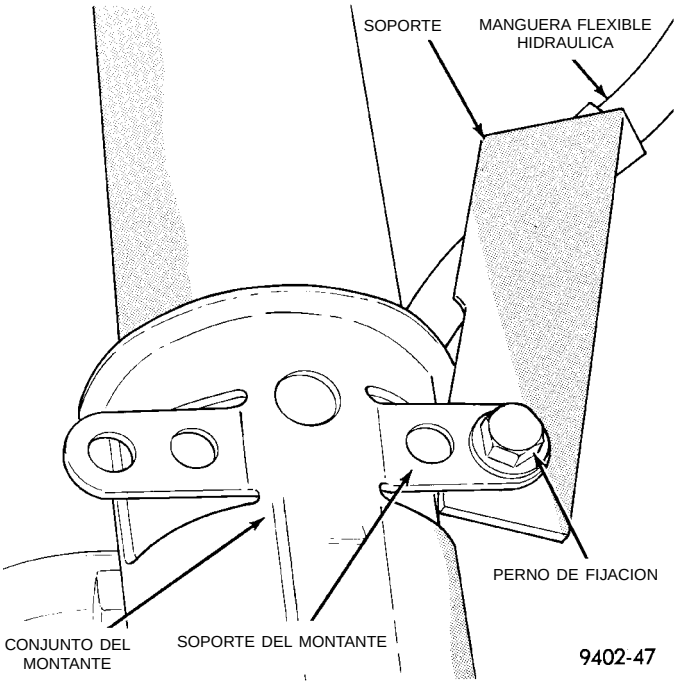

Fig. 4 Fijación de la abrazadera de la manguera flexible hidráulica al montante
(1) Eleve el vehículo sobre gatos fijos o centrado en un elevador de contacto de bastidor. Para informarse sobre el procedimiento de elevación requerido para este vehículo, consulte la sección de Lubricación y mantenimiento de este manual de servicio.
(2) Retire el conjunto de rueda y neumático trasero del vehículo.
(3) Retire de los soportes del conjunto del montante trasero, la abrazadera de la manguera flexible hidráulica (Fig. 4). Si el vehículo tiene instalado frenos antibloqueo, el collarín guía del cable del sensor de velocidad también está fijo al soporte del conjunto del montante.
(5) Instale la abrazadera de la manguera flexible hidráulica en el soporte del conjunto del montante (Fig. 4). Instale y apriete con firmeza el perno que fija la abrazadera de manguera al soporte del montante. Si el vehículo tiene instalados frenos antibloqueo, el collarín guía del cable del sensor de la velocidad de la rueda también se fija al soporte del conjunto del montante.
(6) Instale en el vehículo el conjunto de rueda y neumático. Apriete las tuercas de espárrago de instalación de la rueda en la secuencia apropiada hasta llegar a la mitad de la torsión indicada en las especificaciones. Después repita la secuencia de torsión hasta cumplir con la especificación indicada de 135 N·m (100 lbs. pie).
(7) Baje el vehículo al suelo.
(8) Verifique y, si fuera necesario, vuelva a ajustar la oblicuidad de las ruedas traseras según las especificaciones. Para informarse sobre el procedimiento de reglaje de la oblicuidad requerido, consulte el Procedimiento de reglaje de la oblicuidad delantera y trasera en la sección de Verificación y ajuste de la alineación de las ruedas, en este grupo del manual de servicio.